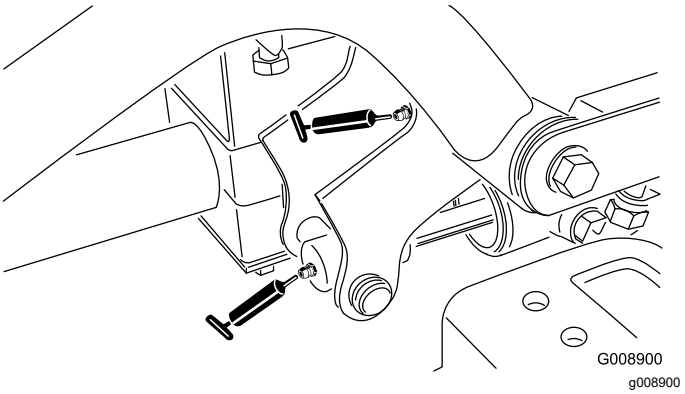

Rysunek 62
- Oś i siłownik przedniego prawego ramienia podnoszącego (2 złącza Rysunek 62)